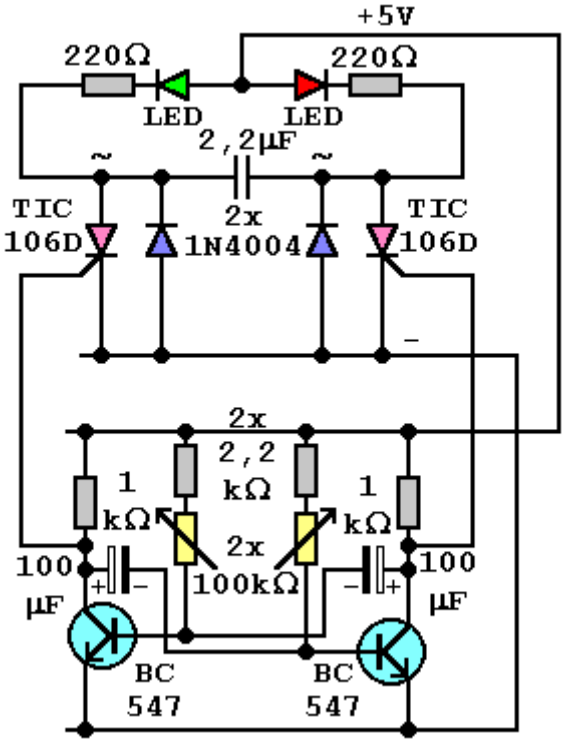

Abb. 1: Testschaltung Thyristorwechselrichters
b. Erklären Sie anhand von Abb.1, wie ein Thyristorwechselrichter aus Gleichspannung Wechselspannung erzeugt. Erläutern Sie, warum die Amplitude der Wechselspannung kleiner ist als die angelegte Gleichspannung.